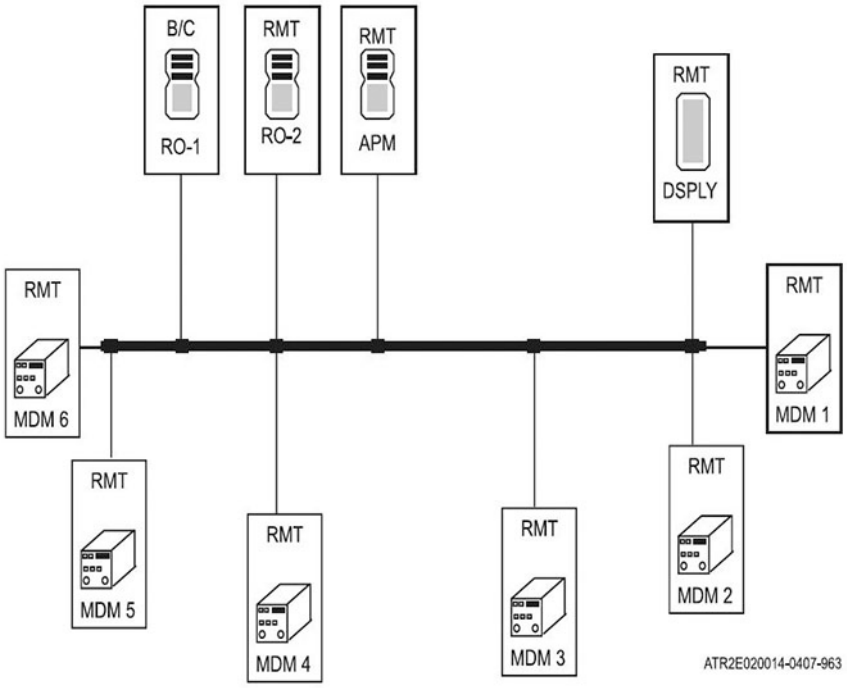

Figure 2–8. Typical 1553 configuration (only A bus shown).
To explain the operation of the 1553 data bus, we will use a basic amplitude modulation (AM) communication radio. Control of the AM radio components is provided through the MIL-STD-1553B (1553) dual redundant data bus, which is connected between all AM control panels, the AM display, and six AM modulator/demodulators (modems). The AM modems are digital devices that allow communication between an AM radio and other radios, or even other communication systems. Refer to figure 2–8 to show these system parts. Dual redundancy means that the 1553 data bus consists of an "A" and "B" bus. Each bus is equal and can perform identical functions. The A bus serves as the primary and the B bus serves as the secondary, or backup bus. Normally the A bus performs all functions until it encounters a fault. At that point, the B bus will automatically take over as the primary until the A bus malfunction is repaired.
The 1553 data bus operates under a command response bus protocol, in which there is a BC and RMT. Although any of the three AM controls can function as the BC, only one does so at a time. In normal operation, the RO-1 (fig. 2–8) AM control is the BC.
Communications on the 1553 data bus are comprised of three different types of instruction words: *command*, *data*, and *status*. Each of the three words consists of 16 bits of information, 3 bits for synchronization, and 1 bit for parity (odd), making a total of 20 bits. Refer to figure 2–9 for a simplified diagram of data flow between the BC and remote units. Notice that only the BC generates the command words. The RMTs, also called data terminals, generate both data and status words. Also, notice that the BC does not generate any status words.